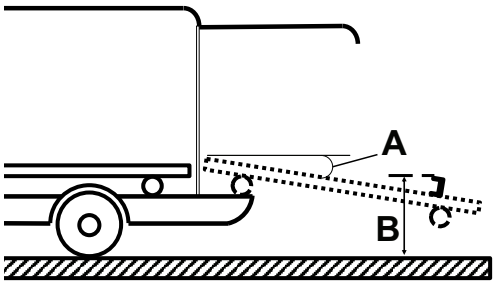

Figura 14 – Specifiche della piastra di presa e della piattaforma di carico
- L’angolo (A) della piattaforma di carico non deve superare i 16° (Figura 14)
- L’altezza (B) dalla parte superiore della piastra di presa al pavimento deve essere compresa tra 28,0” (71,1 cm) e 29,4” (74,7 cm) (Figura 14)